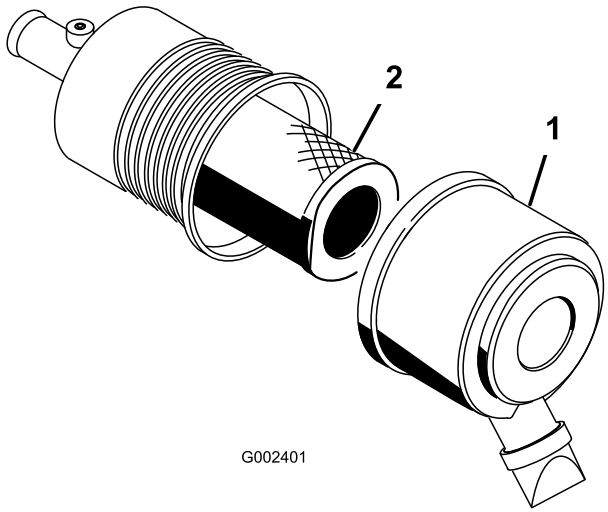

Figur 42
1. Åbn låsene på luftfilteret, og træk luftfilterdækslet af luftfilterhuset (Figur 42).
4. Skub forsigtigt primærfilteret ud af luftfilterhuset (Figur 42). Undgå at ramme husets side med filteret.
7. Hvis du skal udskifte sikkerhedsfilteret, skal du forsigtigt skyde det nye filter ind i filterhuset (Figur 42).
8. Skyd forsigtigt primærfilteret over sikkerhedsfilteret (Figur 42). Sørg for, at det er helt på plads ved at skubbe på filterets yderste kant, mens det installeres.
9. Installer luftfilterdækslet, og sørg for at vende den side opad, der er mærket UP (op), og fastgør låsene (Figur 42).